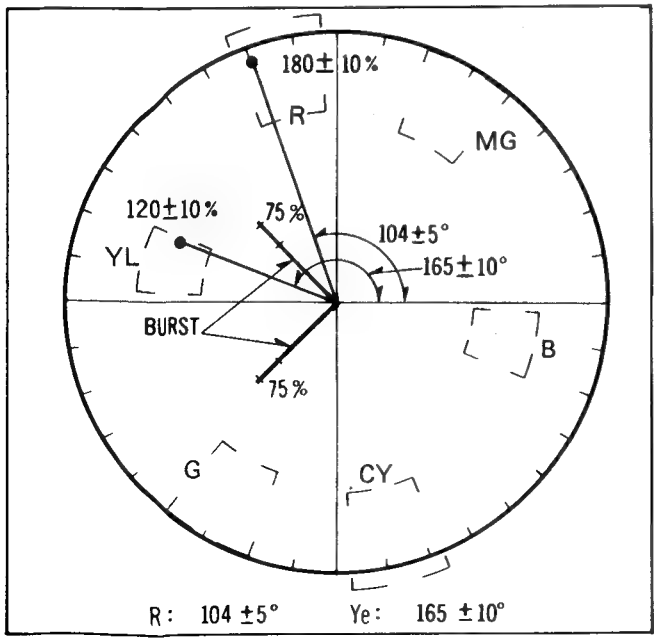

Fig. C22
VECTORSCOPE	FIG. C22
(1) Connect a jumper wire between TP4, TP5 and TP6.
(2) Aim the camera at a colour chip chart.
(3) Supply the video signal to the vectorscope.
(4) Adjust the Colour Phase Control (VR303 and VR324), the R-Y Gain Control (VR316) and the B-Y Gain Control (VR317) so that the vector of each colour is as shown in Fig. C22.
(5) Remove the jumper wire between TP4, TP5 and TP6.